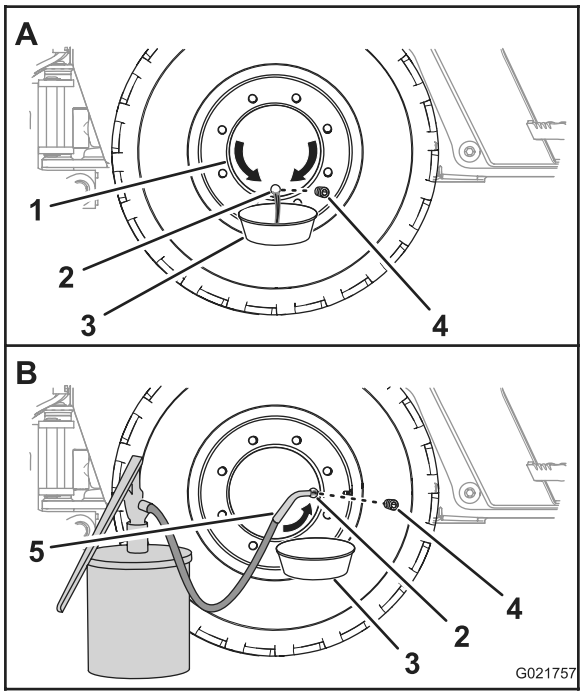

Figura 84
1. Mueva la máquina hacia adelante o hacia atrás hasta que el tapón de aceite del cubo de la rueda esté en la posición de las 6 (Figura 84).
2. Coloque un recipiente debajo del orificio de aceite del cubo de la rueda (Figura 84).
3. Retire el tapón y drene el aceite del planetario (Figura 84).
5. Mueva la máquina hacia adelante o hacia atrás hasta que el tapón de aceite del cubo de la rueda esté en la posición de las 3 o de las 9 (Figura 84).